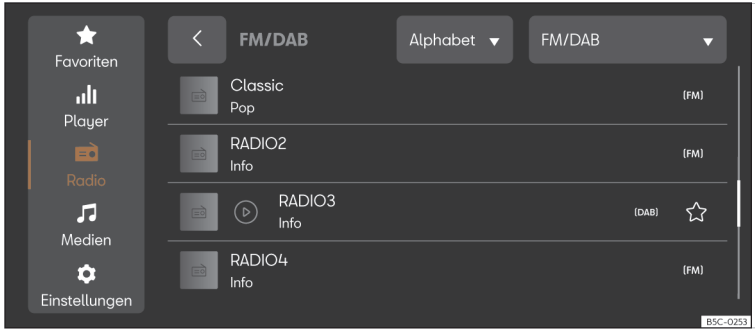

Abb. 176 Schematische Darstellung: Ansicht Radio.
- Drücken Sie **HOME** > ⊙ > ⊟ ››› **(Abb. 176)**.